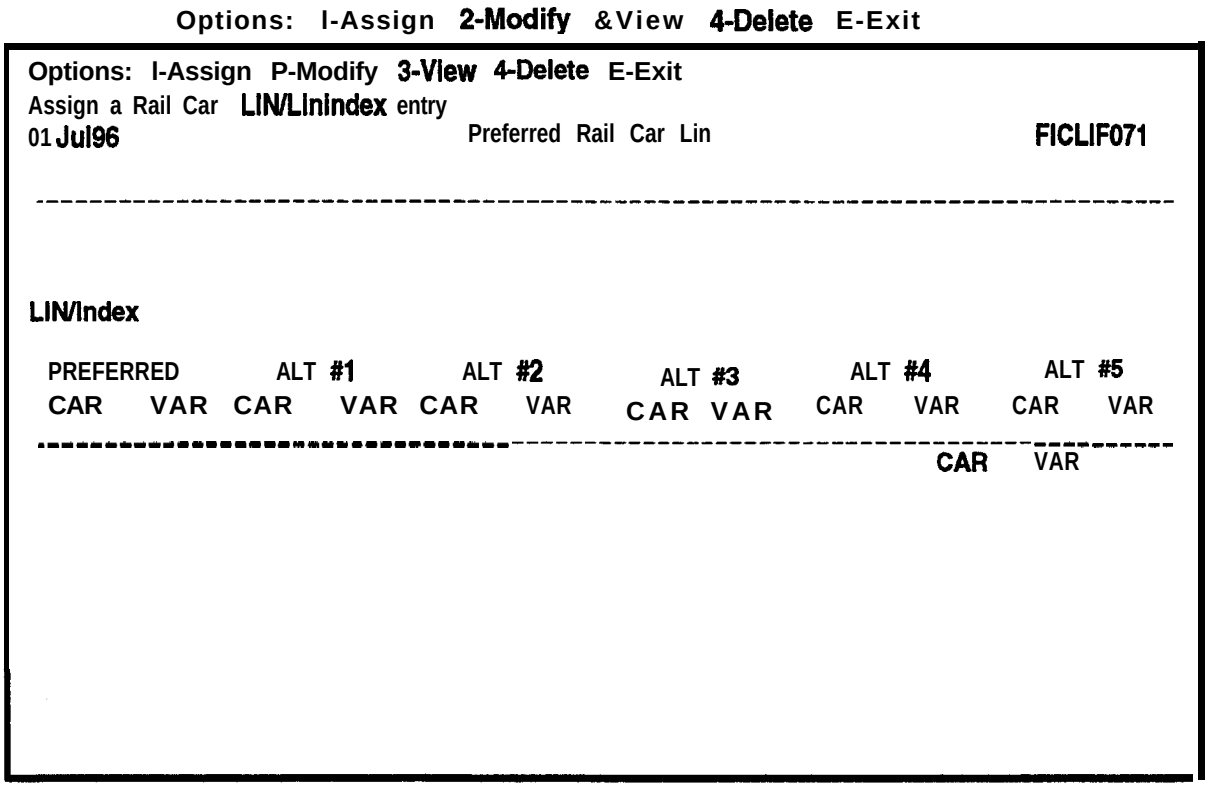

Figure 8-6. Preferred Rail Car Lin Screen
d. Select **Preferred Rail Car Lin** from the Reference Tables menu to display the Preferred Rail Car Lin screen with the Options: ring menu at the top as shown in Figure 8-6.
a. As necessary, use the procedures in paragraph 8.3.1.1.2 (page 8-16) to display the Preferred Rail Car Lin screen as shown in Figure 8-6 (page 8-17) with the Options: ring menu at the top.
a. As necessary, use the procedures in paragraph 8.3.1.1.2 (page 8- 16) to display the Preferred Rail Car Lin screen as shown in Figure 8-6 (page 8-17) with the Options: ring menu at the top.